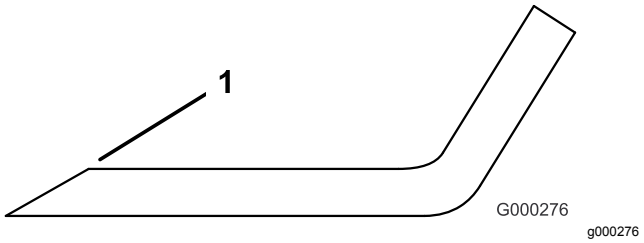

Rysunek 79
1. Użyj pilnika w celu naostrzenia krawędzi tnącej na obu końcach każdego ostrza (Rysunek 79).